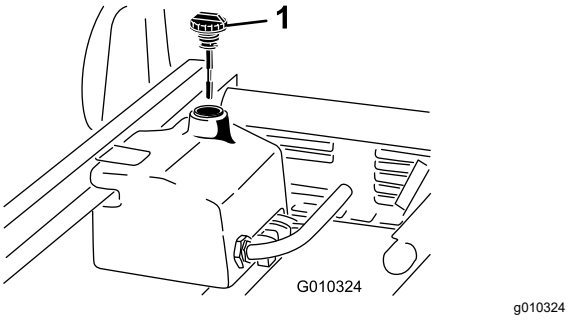

**Figuur 20**
1. Reinig het gebied rond de vulbuis en de dop van de hydraulische tank (Figuur 20).
3. Verwijder de peilstok (Figuur 20) uit de vulbuis en veeg deze af met een schone doek.